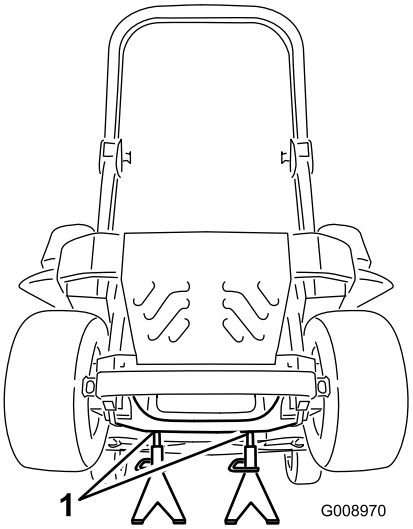

Figur 80
3. Höj upp maskinen och stötta upp den med domkrafter (Figur 80).
9. Ta bort domkrafterna och sänk ner maskinen (Figur 80).